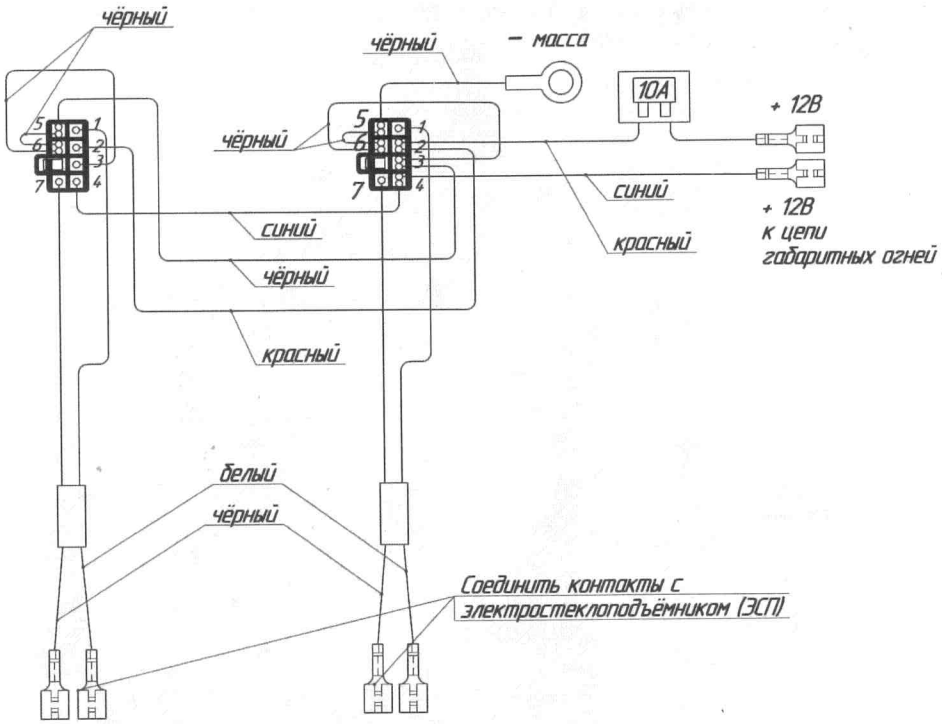

Рис. 3. Схема подключения электростеклоподъёмников к бортовой сети автомобиля.
Протянуть двухжильный провод по салону от места расположения переключателей до дверей, затем через стойки в полости дверей. Контакты на другом конце провода соединить с электродвигателем ЭСП (см. рис. 3). При необходимости изменения размеров жгута использовать провода с сечением не менее 0,75 кв. мм.
6.8. Выполнить соединения проводов питания и подсветки в соответствии со схемой подключения ЭСП (см. рис. 3).